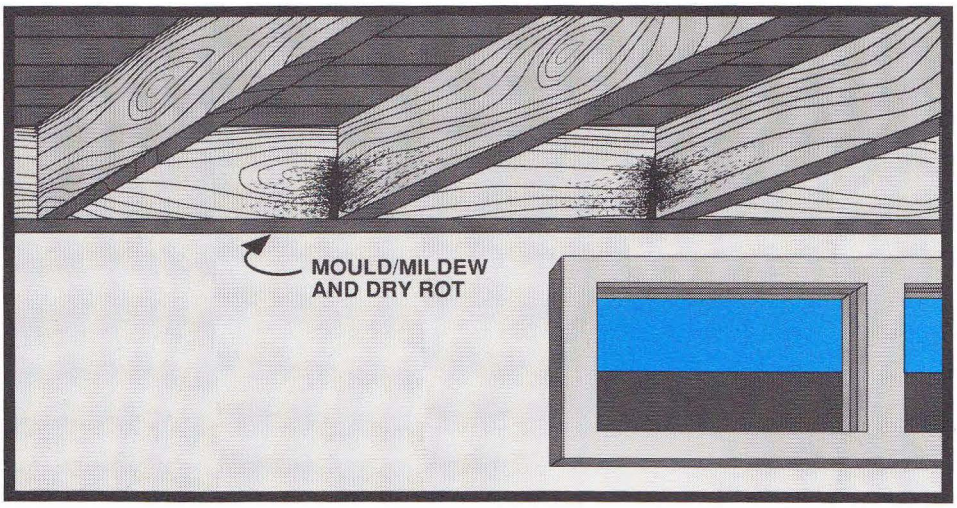

**FIGURE 12**
- Decay often starts around *headers*, sill plates and *joist* ends, and can transport water and moisture to adjacent wood. (See Figure 12.) Decay causing moisture can also pass through lime mortars and plaster.